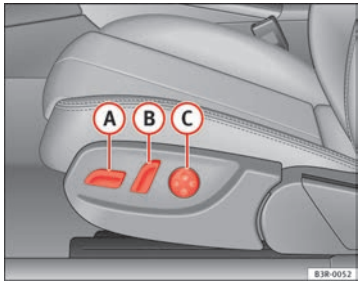
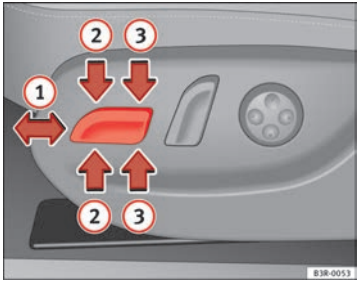

Fig. 105 Front seat: Adjuster controls
Fig. 106 Front seat: Seat adjustment switches
– Press switch (A) ⇒ Fig. 105 forwards or backwards (1) ⇒ Fig. 106 ⇒ ⚠.